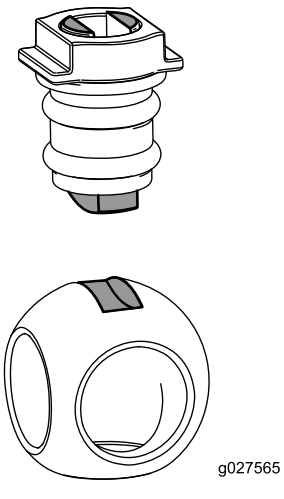

Figur 74
6. Sett kulen inn i ventilkroppen (Figur 74).
Merk: Ventilstammen skal passe i kuledrivhakket. Hvis ventilstammen ikke passer, må du bevege på kulen (Figur 74).